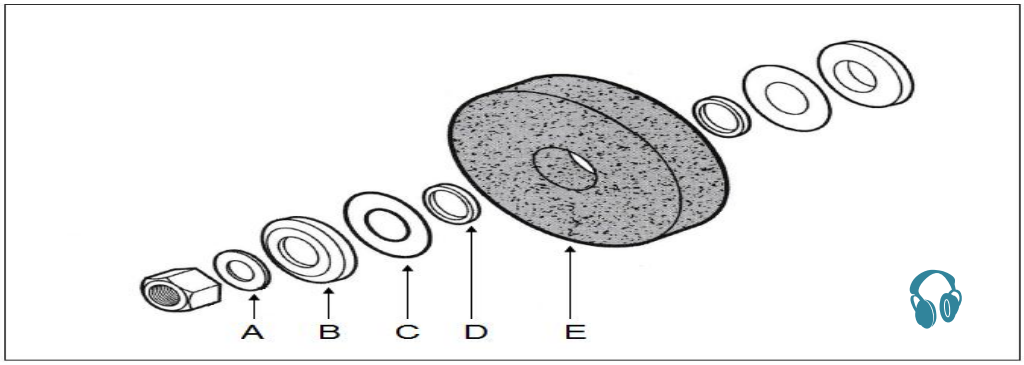

FIGURE 1 (5)
1.2 Identify the indicated components of the grinding wheel assembly in FIGURE 1 by writing the answer next to the letter (A–E) in the ANSWER BOOK.